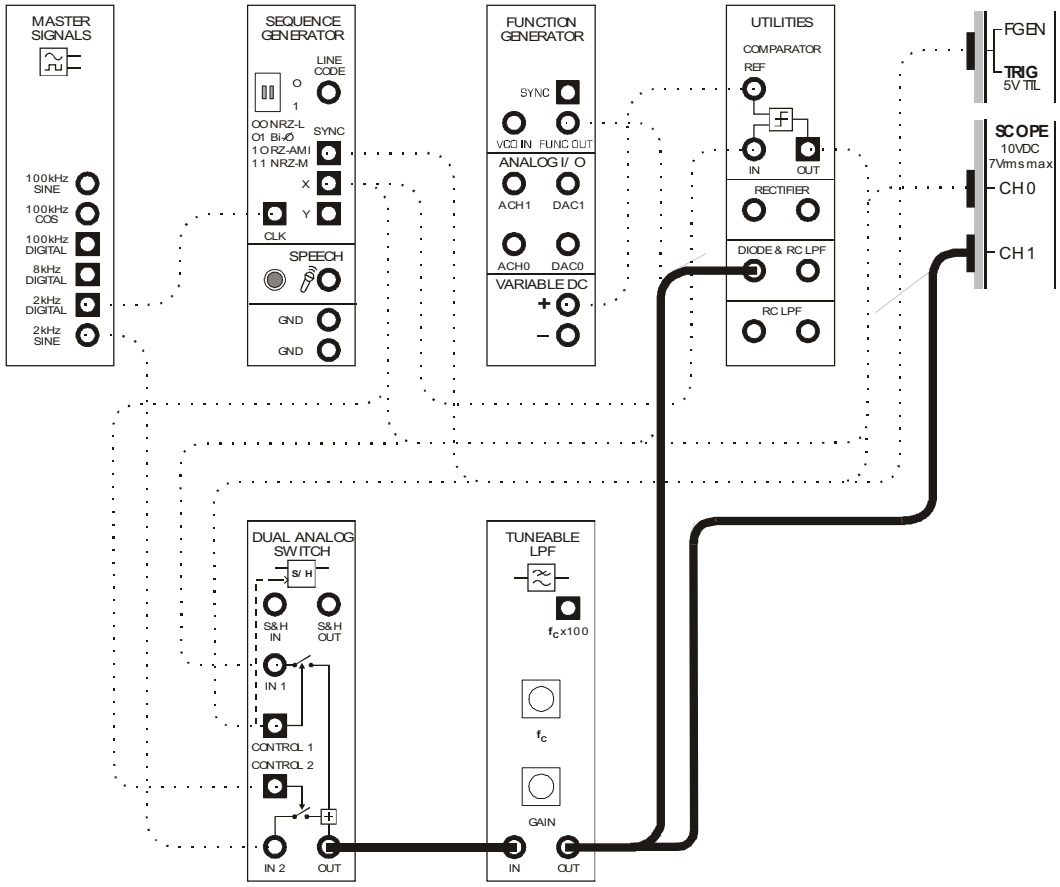
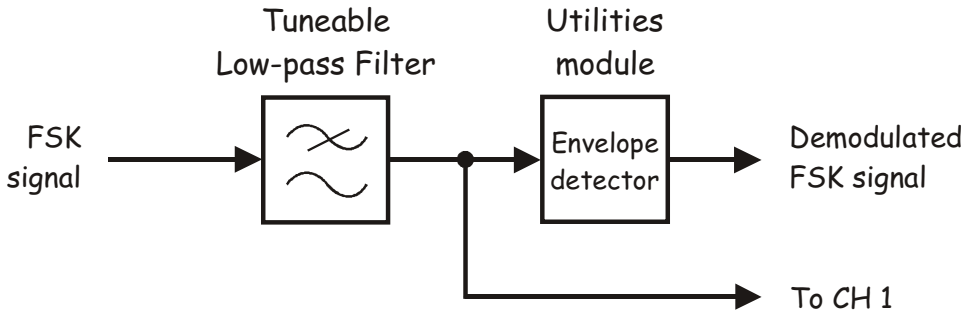

Figure 7
Figure 8
36. Modify the set-up as shown in Figure 7 below.
The additions to the set-up in Figure 7 that demodulate the FSK signal can be represented by the block diagram in Figure 8 below. The Tuneable Low-pass Filter module is used to pick out the lower frequency of the FSK signal's "two" sinewaves and the DIODE and RC LPF on the Utilities module form the envelope detector to complete the FSK signal's demodulation.